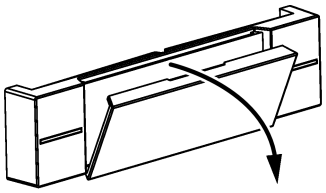

Bild 10: Dra av etikettfältsskyddet
- Dra av etikettfältsskyddet genom att dra av den vid skåran från vippkontakten (se bild 10).